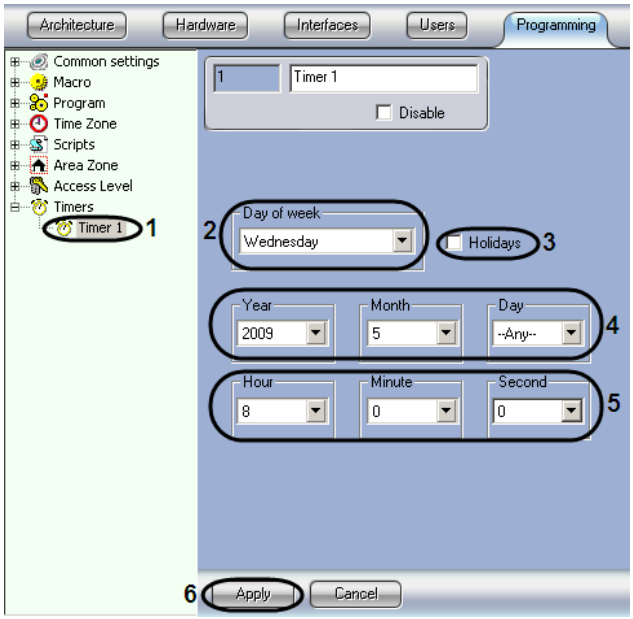

Figure 8.25-3. The Timer object setup
a. Select the Timer object in the objects tree (Figure 8.25-3).
1. select the day of the week from the drop-down list (Figure 8.25-3, 2) and the exact time (hour, minute, second) in the corresponding fields (Figure 8.25-3, 5);
2. select the exact date (year, month, day) from the corresponding fields (Figure 8.25-3, 4) and the exact time (hour, minute, second) in the corresponding fields (Figure 8.25-3, 5).
c. Check the Holidays checkbox to take into account the holidays set in the Common settings (Figure 8.25-3, 3).